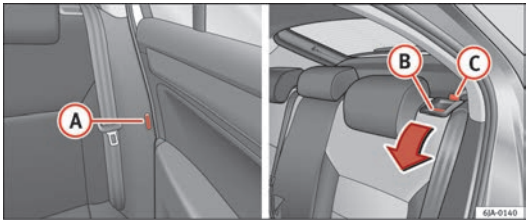

Fig. 73 Unlocking the backrest
– Insert the seat belt latch plate into hole (A) ⇒ Fig. 73 located on the corresponding side of the vehicle – safety position.
– Press the lock button (B) to unlock the backrest and fold it forwards.